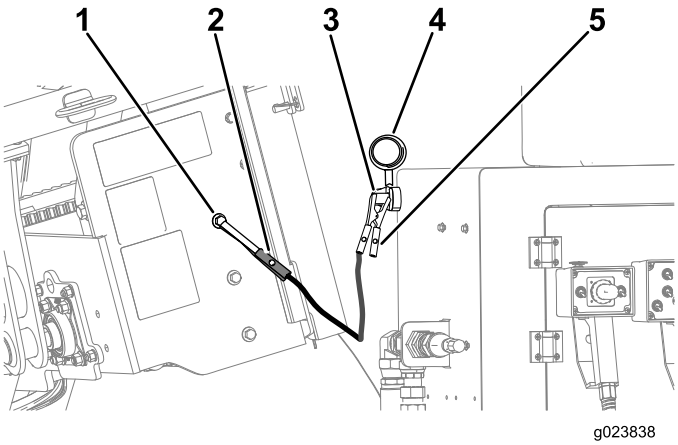

Figure 131
6. Retirez le capuchon de la borne positive de la batterie déchargée (Figure 131)
7. Branchez le câble de démarrage positif (+) à la borne de démarrage de secours (Figure 131).
8. Connectez le câble de démarrage négatif (-) à un point de masse, comme un boulon non peint ou un élément du châssis (Figure 131).
10. Lorsque le moteur démarre, demandez à l'autre personne de débrancher le câble de démarrage négatif (-) du châssis, puis de débrancher le câble de démarrage positif (+) (Figure 131).